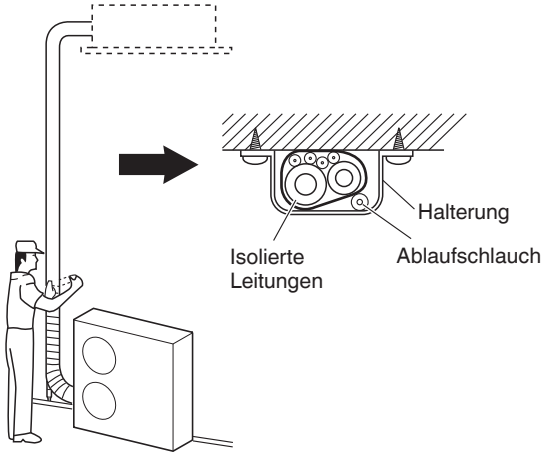

Abb. 5-9
(1) Die Kühlmittelleitungen (und die elektrischen Kabel, falls die örtlichen Vorschriften dies erlauben) sollten mit Bewehrungsband in einem Bündel zusammengelegt werden. Um zu verhindern, dass durch Kondensationsbildung die Auffangwanne überläuft, muss der Ablaufschlauch von der Kühlmittelleitung getrennt verlegt werden.
(2) Das Bewehrungsband von der Unterseite der Außeneinheit bis zum Ende der Leitung am Eingang zur Wand anbringen. Beim Umwickeln das Band jeweils um eine halbe Bandbreite überlappen.
(3) Die gebündelten Leitungen an der Wand befestigen, wobei im Abstand von ungefähr einem Meter jeweils eine Halterung zu verwenden ist. (Abb. 5-9)